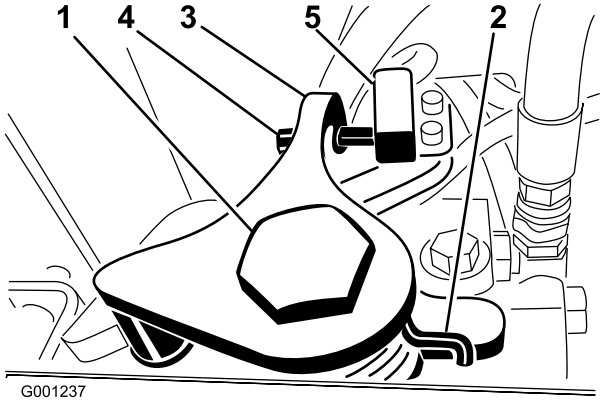

Figur 56
3. Lossa fästskruven på den motsatta sidan av justeringskammen för hjuldrivning (Figur 56).
7. Justera skruven på neutralretursarmen (Figur 56) tills gapet mellan skruvänden och brytarkontakten är 2,286–3,048 mm.